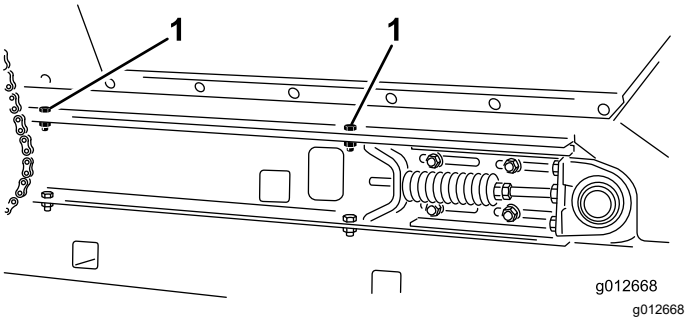

**Figur 31**
2. Ta bort de två huvudskruvar, två brickor och två låsmuttrar som fäster tråget i glidflaksskenorna på maskinens båda sidor (Figur 31).